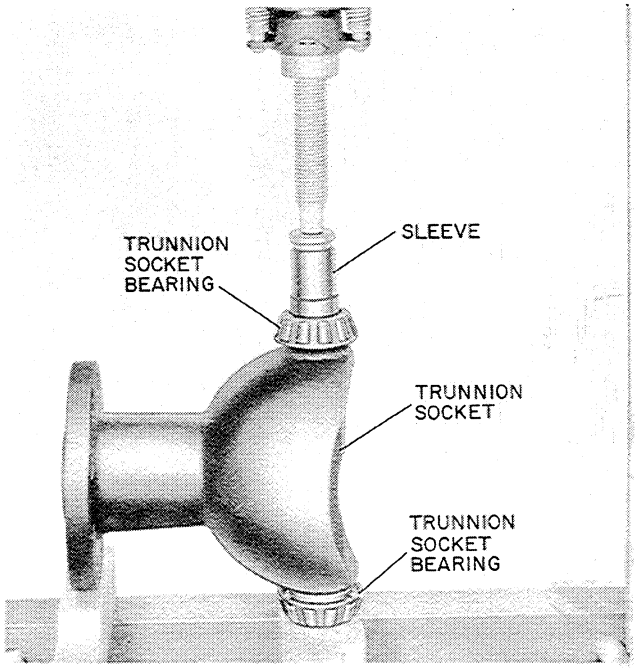

Figure U-40
1. If the Trunnion Socket bearings have been removed, press on new bearings using a sleeve that bears only on the bearing inner race, Figure U-38. Press the bearing down until it is seated against the shoulder of the trunnion socket, Figure U-40.